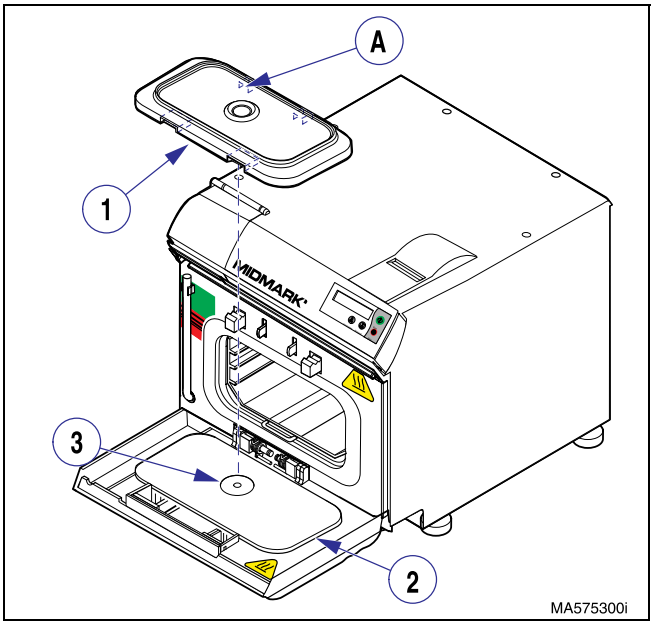

Figure 4-9. Door Gasket
(1) Open sterilizer door.
(2) Remove door gasket (1, Figure 4-9) from door plate (2).
(1) Clean the new door gasket (1, Figure 4-9).
(2) Install door gasket (1) on door plate (2), making sure two smaller cutouts (A) on inner lip of door gasket are positioned toward the hinge (bottom side) of door.
(3) Operate sterilizer and check for leaks.